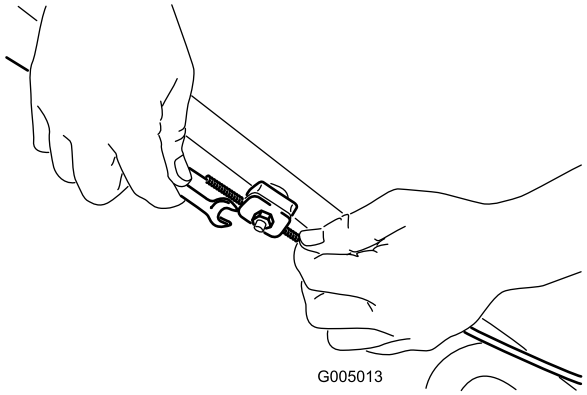

Figuur 29
1. Draai de moer van de kabelbeugel los (Figuur 29).